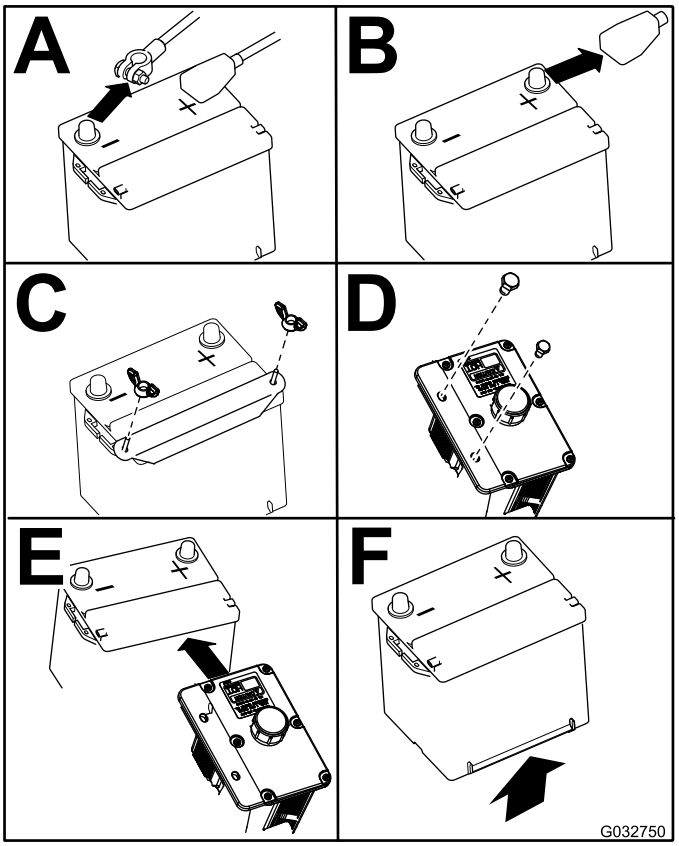

**Figuur 73**
4. Verwijder de accu zoals getoond in Figuur 73.